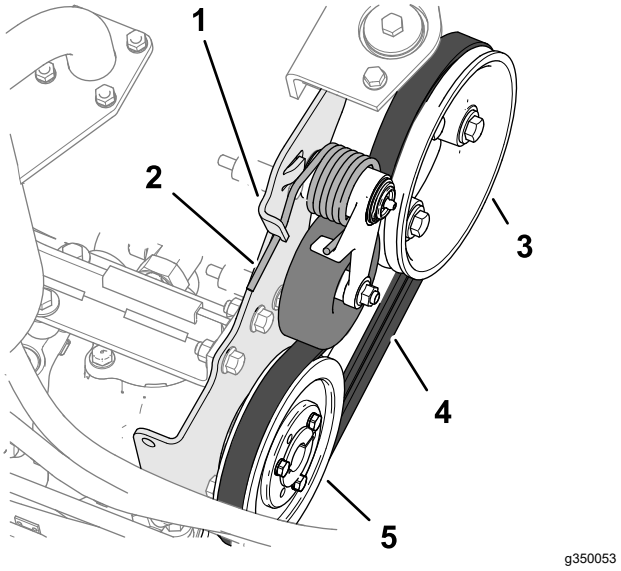

Figur 85
2. Skub enden af remmens tilspændingsfjeder ned og ud af hakket i pumpemonteringsbeslagets tap, og flyt enden af fjederen fremad (Figur 85).